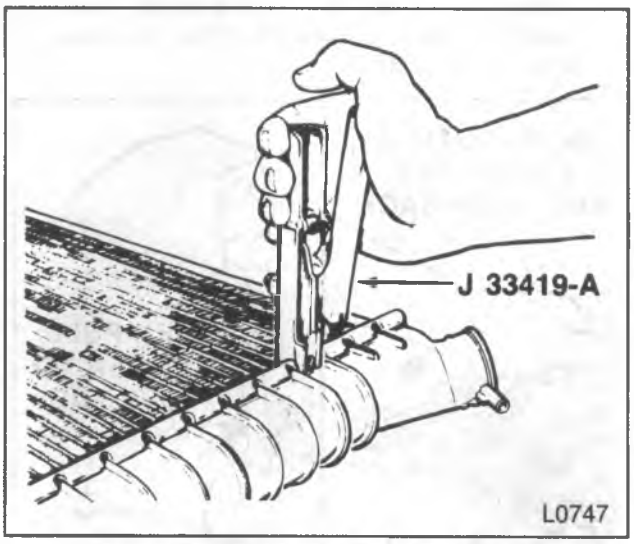

Figure 30—Tightening the Clinch Tabs
Tank gasket leaks can be mistaken for tank or header leaks. If a plastic tank leaks from the header joint gasket, tighten the clinch tabs with J 33419-A or locking type pliers (figures 30 and 31). If this method doesn't seal the leak, remove the tank for further inspection.
10. Clamp remaining clinch tabs around the header using J 33419-A or locking pliers (figures 30 and 31).